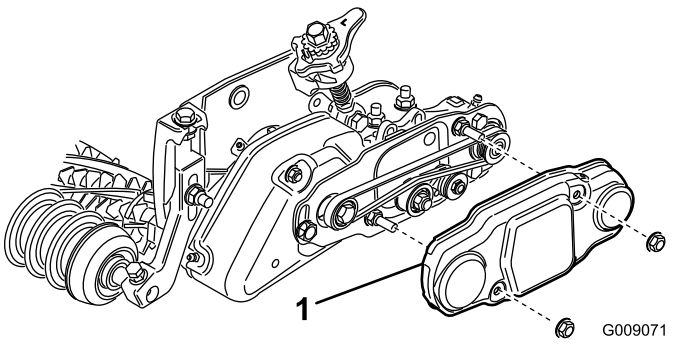

Figura 34
48. Infilate il paracinghia sui bulloni di montaggio e fissatelo con due dadi flangiati (Figura 34).